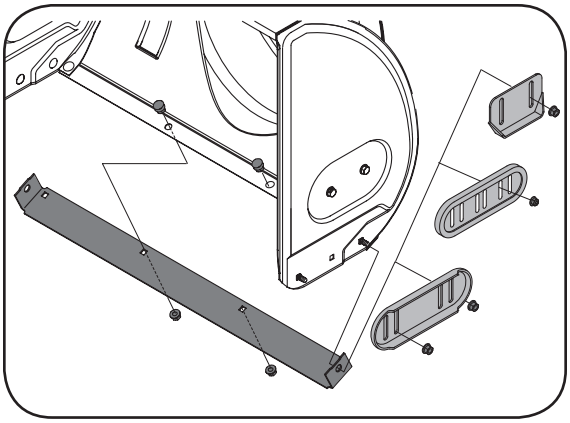

Figure 6-3
2. Remontez les nouveaux patins avec les boulons ordinaires (deux sur chaque côté) et les contre-écrous à embase. Voir la Figure 6-3.